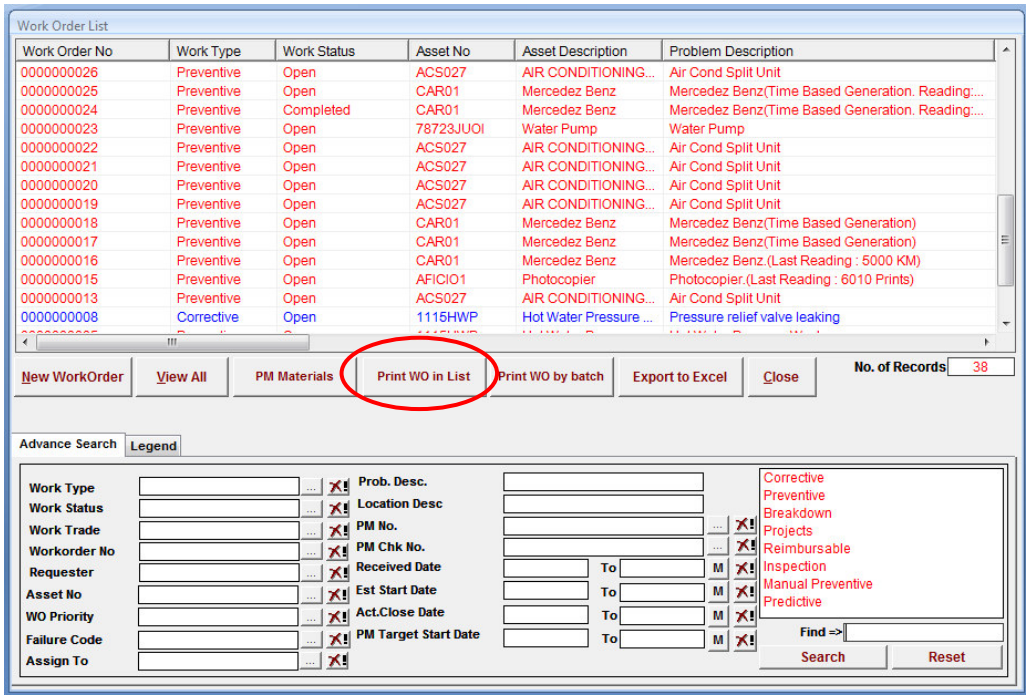

Figure 37: Printing Work Orders from a refined search
3. Print work order after filtering. (Figure 37)